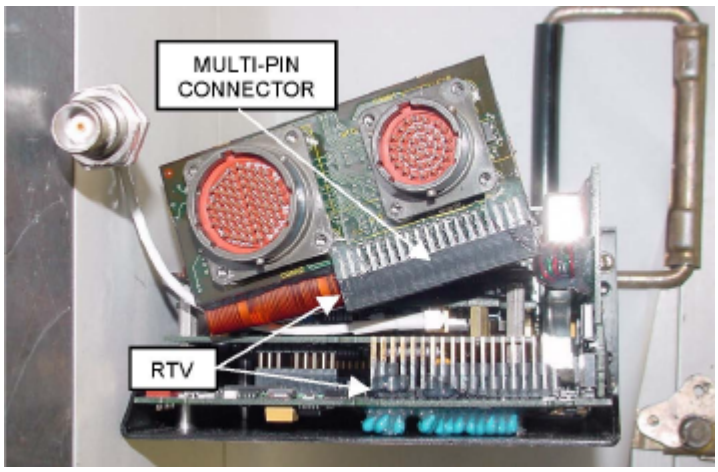

Figure 10
b. Reinstall J1 – J2 by mating the multi-pin connector to the plug in on pc board. Apply several dabs of RTV between the multi-pin connector and pc board (Fig. 10).